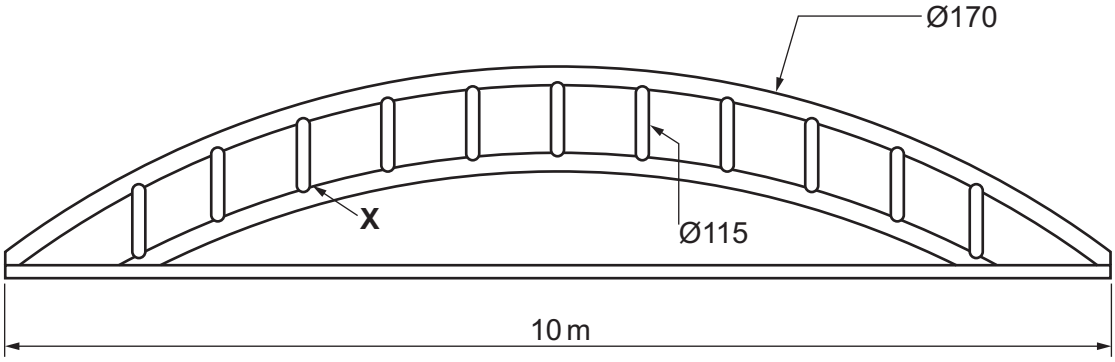

**Fig. 10.3**
**(e)** Fig. 10.3 shows a bridge constructed from steel tubes.